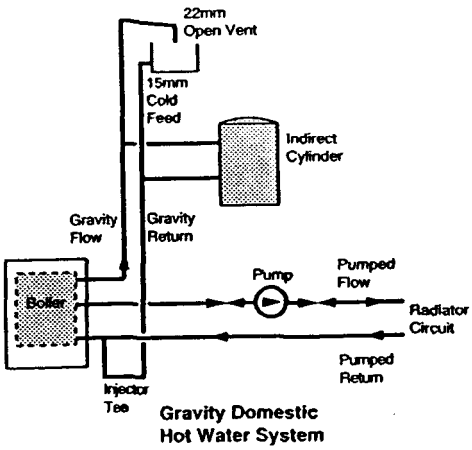

Fig. 4
3.8 Pumped Heating & Gravity Hot Water (Fig. 4)